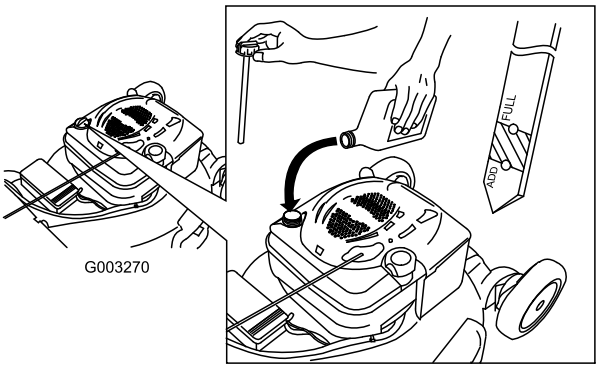

Figuur 6
1. Verwijder de peilstok (Figuur 6).
2. Giet **langzaam** olie in de vulbuis totdat het peil de Vol-markering op de peilstok bereikt (Figuur 6). **Niet te vol vullen.** (Maximale vulhoeveelheid: 0,59 l, type: SAE 30 reinigingsolie, met onderhoudsclassificatie SF, SG, SH, SJ, SL van het American Petroleum Institute [API] of hoger).